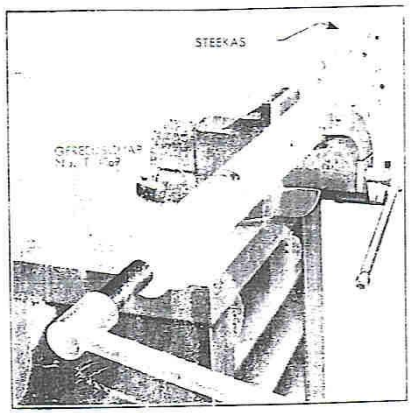

Afb. 3 - Het verwijderen van een achteraslager.
5. Gebruik de grote sleutel om de centrale bout te draaien en de complete lag houder van de as te trekken (zie afb. 3). Het lagervulstuk kan nu eveneens de as worden verwijderd.